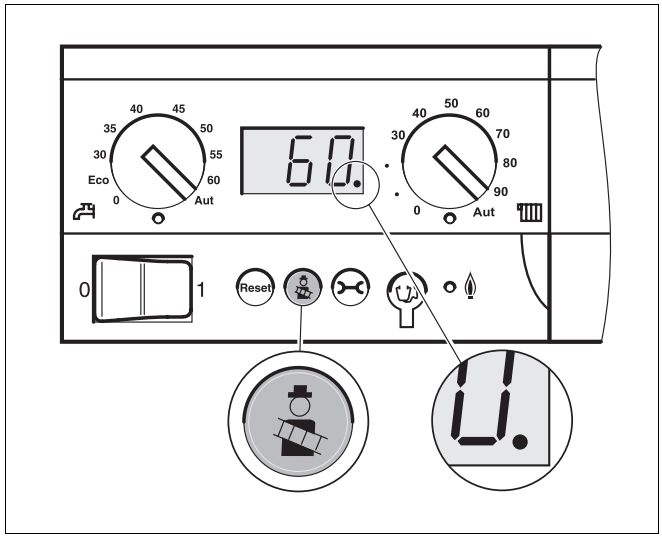

Afb. 19 Basiscontroller Logamatic BC10
- Roep de rookgastest aan de basiscontroller Logamatic BC10 op, druk daarvoor de toets "rookgastest" in, tot het decimaalpunt verschijnt in de statusindicatie (afb. 19). De brander start.